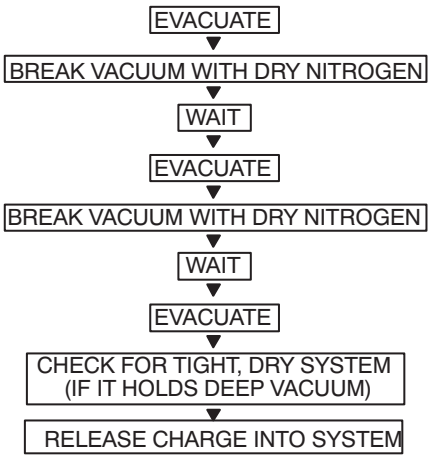

**Fig. 16 —Triple Evacuation Method**
The triple evacuation method should be used when vacuum pump is not capable of pumping down to 500 microns and system does not contain any liquid water. Refer to Fig. 16 and proceed as follows:
5. Repeat this procedure as indicated in Fig. 16. System is now free of any contaminants and water vapor.